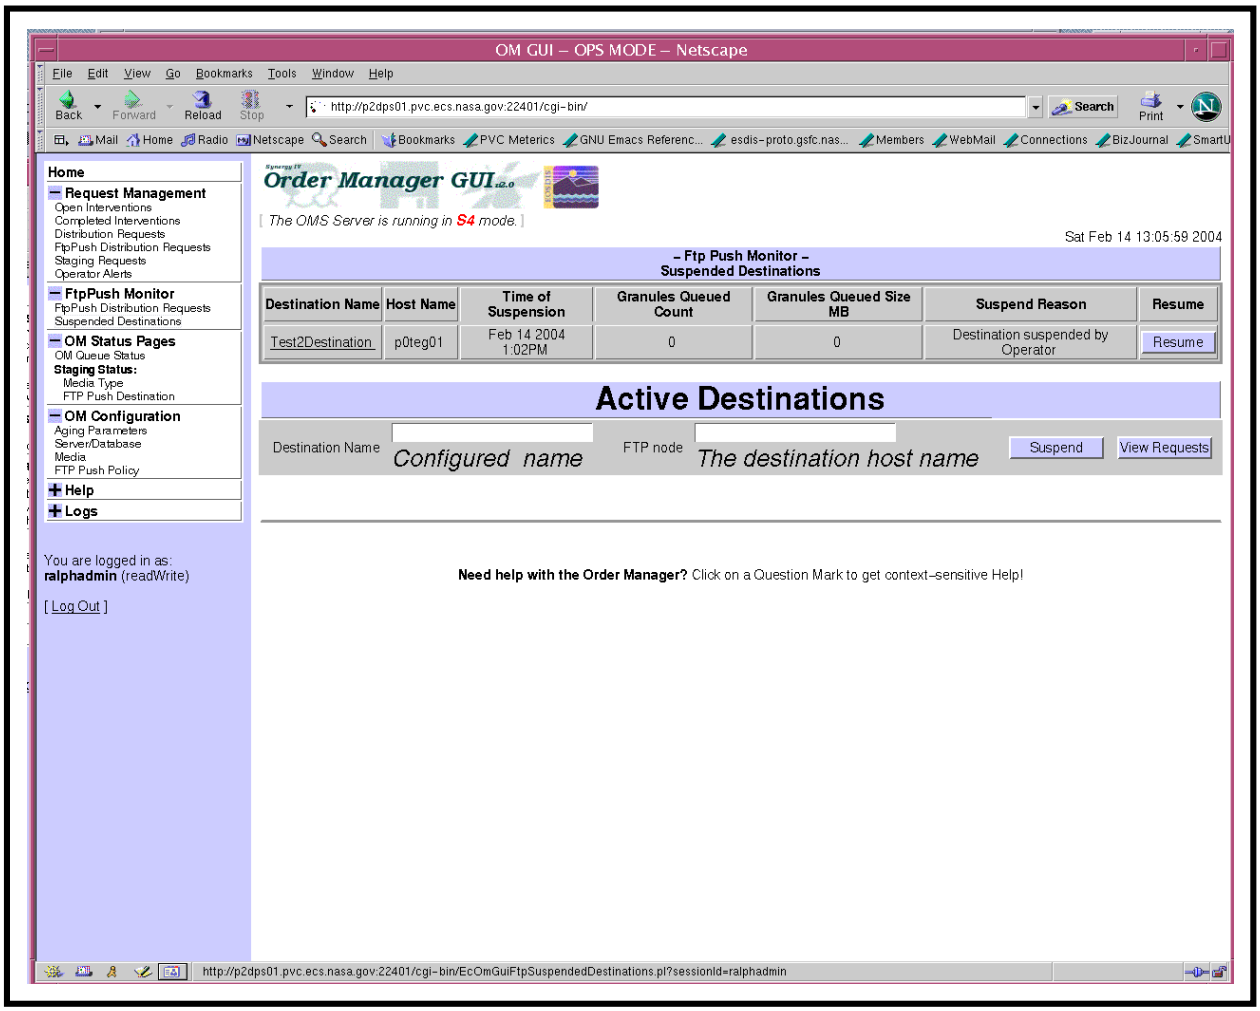

Figure 48. Suspended Destinations Page
The **Suspended Destinations** page (Figure 48) provides the full-capability operator with a means of viewing suspended FTP push destinations and a means of taking the following kinds of actions with respect to suspended FTP push destinations:
2 If the **Suspended Destinations** page (Figure 48) is not already being displayed, click on the **Suspended Destinations** link in the navigation frame of the **OM GUI**.
- The **Suspended Destinations** page (Figure 48) is displayed.